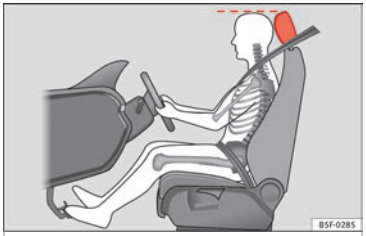

Fig. 73 Correct head restraint position for the driver.
– Adjust the head restraint so that its upper edge is at the same level as the top of your head, or as close as possible to the same level as the top of your head ››› **Fig. 73**.